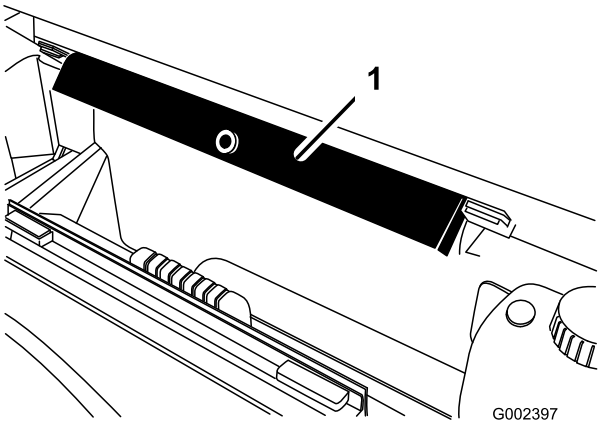

Figura 32
2. Retire o suporte da plataforma dos suportes existentes na parte de trás do painel do sistema ROPS (Figura 32).